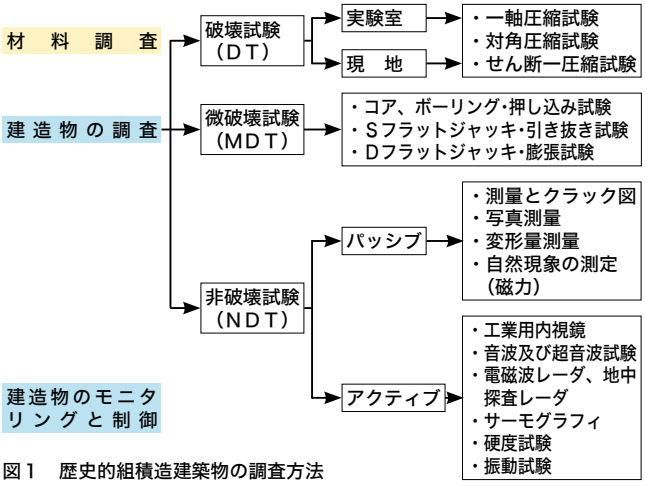

図１　歴史的組積造建築物の調査方法
①使用材料の強度や品質にばらつきが大きい。②図面がなかったり、施工方法が不明なものが多い。そのため、各種の調査が必要になりますが、調査例として、イタリアのヴィコフォルテ教会堂（組積造）とアウグスタ飛行船格納庫（RC造）の２つの建築物の調査結果を紹介します。また、海外の歴史的建造物には組積造が多いですが、歴史的組積造建造物の調査方法は図１のように整理されます。最近では３Dレーザースキャナを用いた測量や振動解析、モニタリングを行う例もあります。